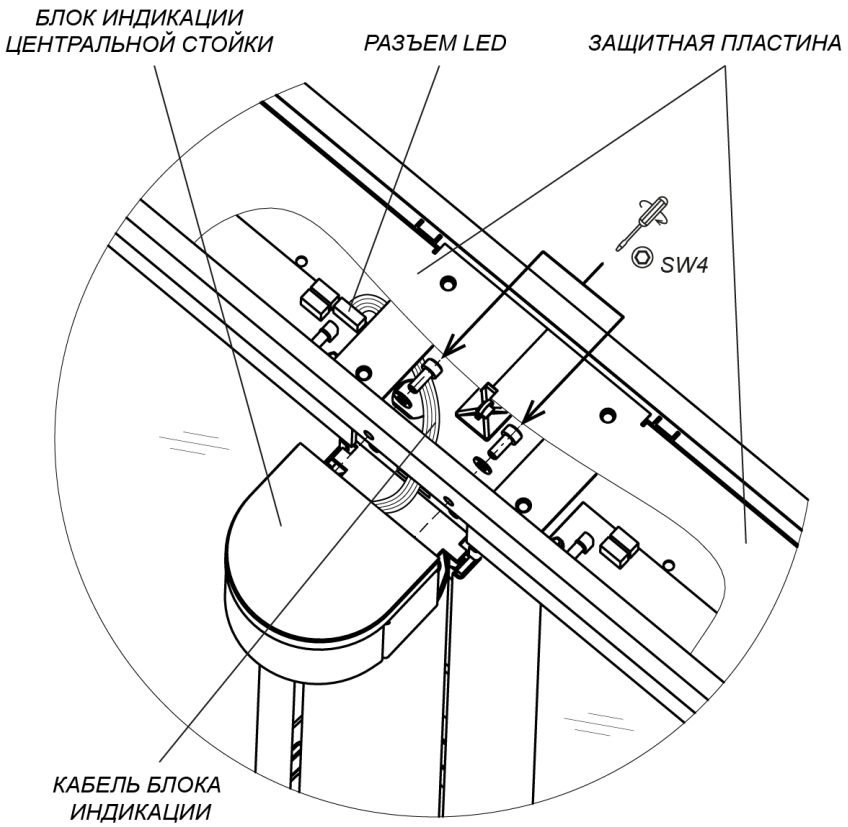

Рисунок 23. Монтаж блока индикации центральной стойки
Для установки блока индикации центральной стойки (3) (см. рис. 23):
3. Установите блок индикации на площадку, расположенную над поворотной опорой створки, и при помощи шестигранного ключа SW4 зафиксируйте его на верхнем коробе стойки (12), используя два винта М5×16 с шайбами из комплекта поставки.
Снятие блока индикации центральной стойки производится в обратном порядке. Перед этим необходимо демонтировать с секции турникета верхнюю крышку секции (10) (см. разд. 8.9.6, рис. 23, 24, 25).